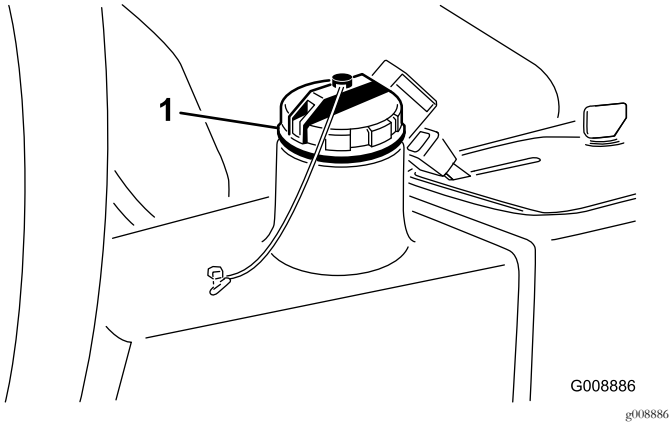

Figur 76
4. Fyld beholderen (Figur 76) med ca. 13,2 l hydraulikvæske. Se Kontrol af hydrauliksystemet (side 31).